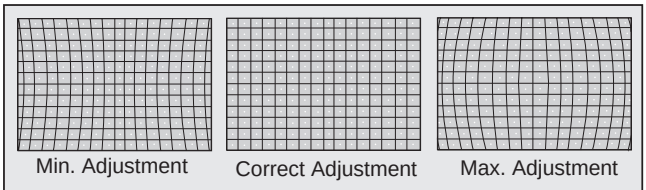

Figure 38. **PCC Adjustment**
2. Adjust “PCC” DATA so that the 1st line and 3rd line make a good balance (See Fig. 38).